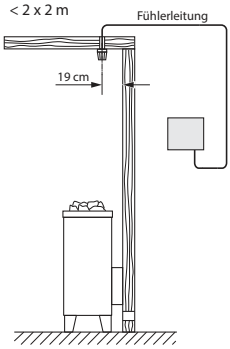
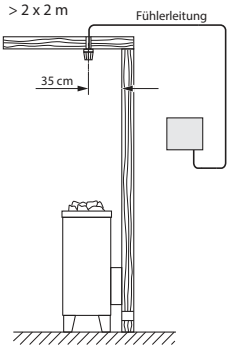

Abb. 7
Abb. 8
Beachten Sie bitte, dass sich nachfolgende Maßangaben auf die Werte beziehen, die bei der Geräteprüfung nach EN 60335-2-53 vorgegeben wurden. Grundsätzlich muss der Ofenfühler an der Stelle montiert werden, an der die höchsten Temperaturen erwartet werden. Einen Überblick über den Montageort des Fühlers geben Ihnen die Abb. 7 - 9, es sei denn die Position ist durch die Gebrauchsanweisung des Ofens vorgegeben.
1. Der Ofenfühler wird in Kabinen bis zu der Größe von 2 x 2 m gemäß Abb. 7 und 9 montiert, in größeren Kabinen gemäß Abb. 8 und 9 montiert.